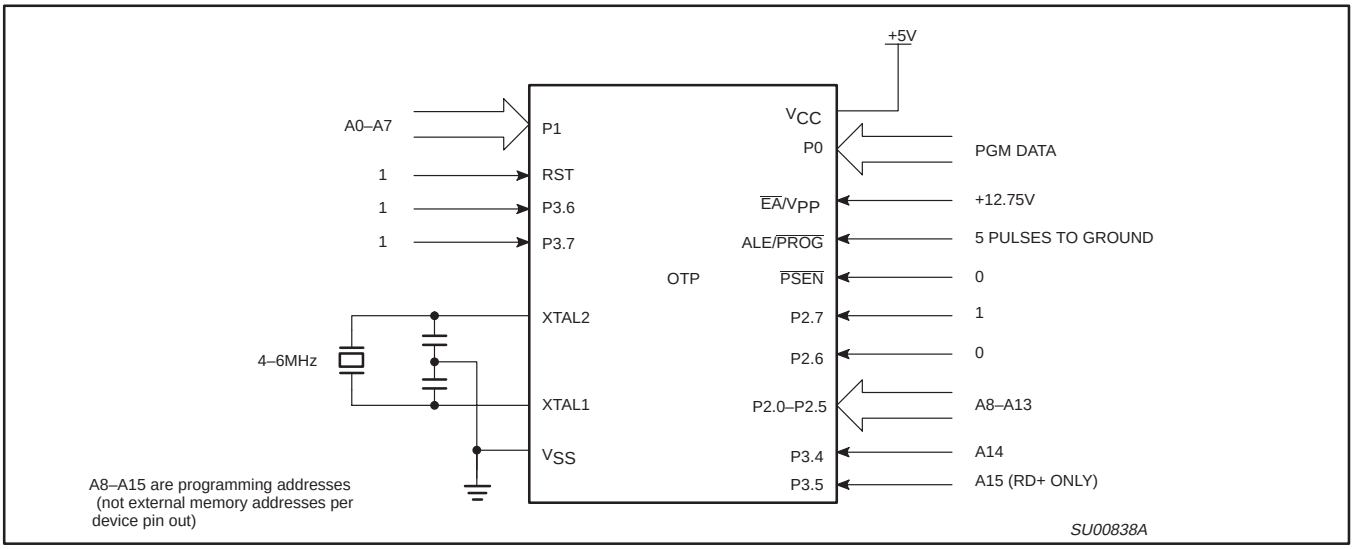
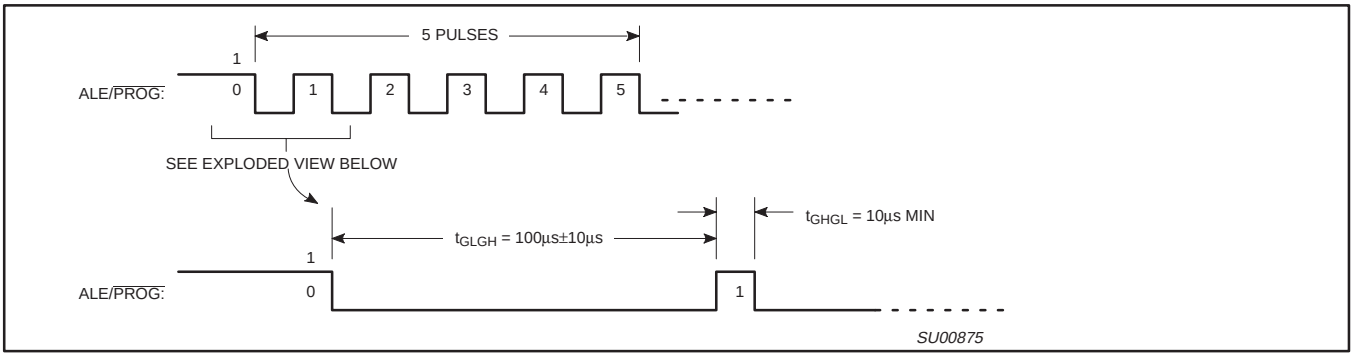
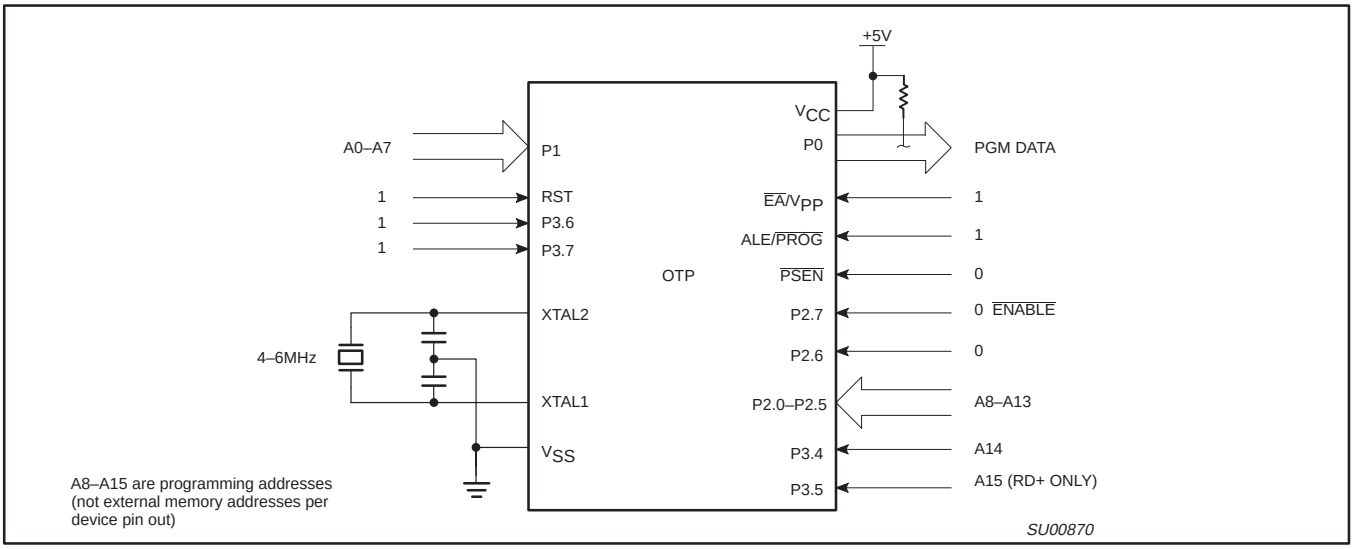

Figure 41. Programming Configuration
Figure 42. $\overline{\text{PROG}}$ Waveform
Figure 43. Program Verification
Table 9 shows the logic levels for reading the signature byte, and for programming the program memory, the encryption table, and the security bits. The circuit configuration and waveforms for quick-pulse programming are shown in Figures 41 and 42. Figure 43 shows the circuit configuration for normal program memory verification.
The setup for microcontroller quick-pulse programming is shown in Figure 41. Note that the device is running with a 4 to 6MHz oscillator. The reason the oscillator needs to be running is that the device is executing internal address and program data transfers.
The address of the EPROM location to be programmed is applied to ports 1 and 2, as shown in Figure 41. The code byte to be programmed into that location is applied to port 0. RST, $\overline{PSEN}$ and pins of ports 2 and 3 specified in Table 9 are held at the 'Program Code Data' levels indicated in Table 9. The ALE/$\overline{PROG}$ is pulsed low 5 times as shown in Figure 42.
If security bits 2 and 3 have not been programmed, the on-chip program memory can be read out for program verification. The address of the program memory locations to be read is applied to ports 1 and 2 as shown in Figure 43. The other pins are held at the 'Verify Code Data' levels indicated in Table 9. The contents of the address location will be emitted on port 0. External pull-ups are required on port 0 for this operation.
* FOR PROGRAMMING CONFIGURATION SEE FIGURE 41.
FOR VERIFICATION CONDITIONS SEE FIGURE 43.